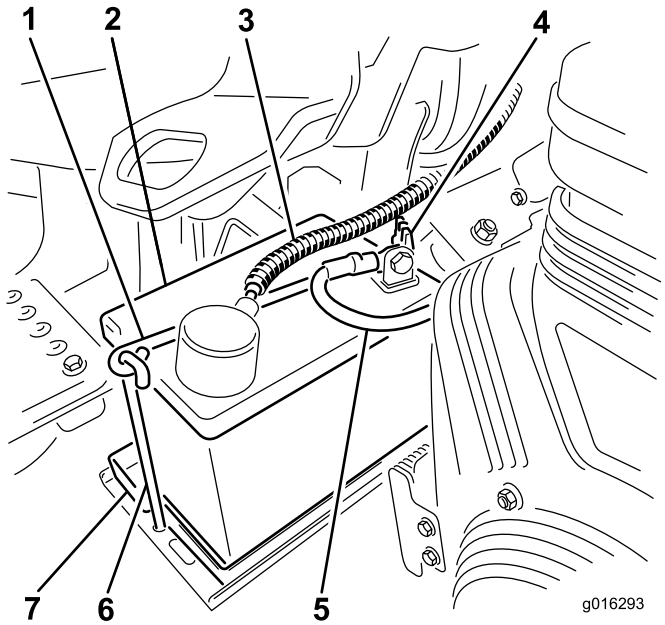

Figure 8
7. Placez la batterie sur son support et fixez-la avec la barrette et les fixations retirées précédemment (Figure 8).
8. Raccordez le câble positif (rouge) de la batterie à la borne positive (+) et le câble négatif (noir) à la borne négative (–) et fixez-les en place avec les vis et les écrous (Figure 8). Placez le capuchon en caoutchouc sur la borne positive pour éviter les courts-circuits.